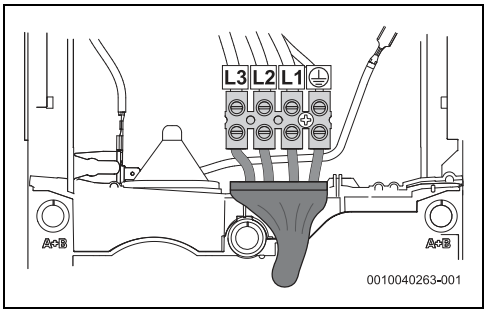

Fig. 44 Raccordement inférieur pour câble court
- Raccordement inférieur pour câble court (fig. 44)